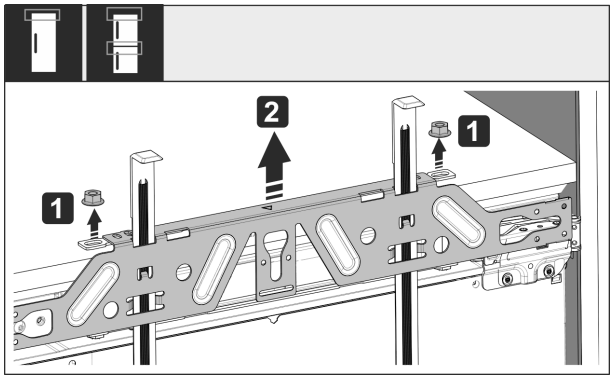

Fig. 52
▶ 松开锁紧螺母 *Fig. 52 (1)*。
▶ 取下安装横梁 *Fig. 52 (2)*。